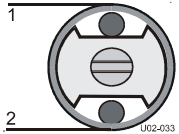

Figure 14: Auto-grip shaft position.
2. Insert the shaft into the core cylinder of the film roll. In Figure 14 the shaft is seen from the gripper side.